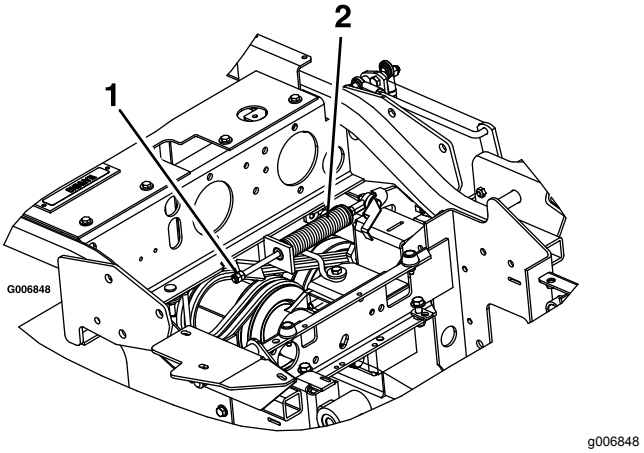

Figur 68
3. Leta reda på bromsfjädern och skruva ut de två kontramuttrarna till slutet av bromsfjäderstången (Figur 68).